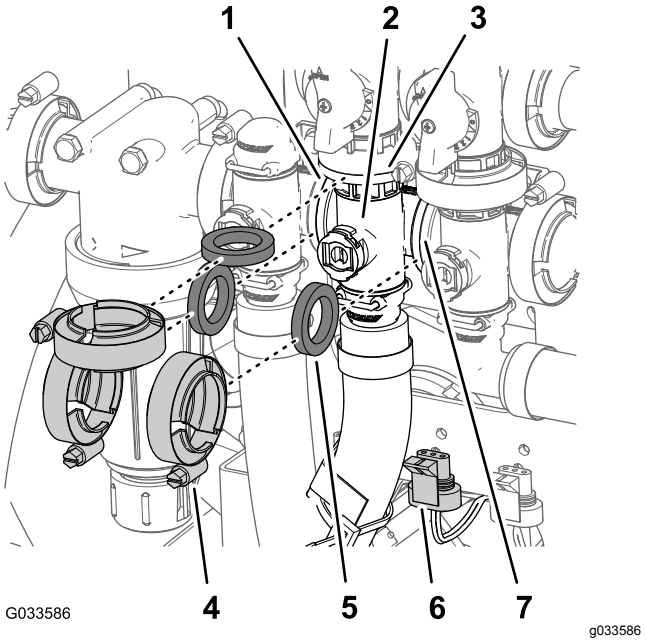

Figur 112
1. Fjern tre flangeklemmer og tre pakninger, der fastgør omrøringsventilens manifold (Figur 112) til omrøringsomløbsventilen, hastighedsreguleringsventilen og hovedbomventilen.